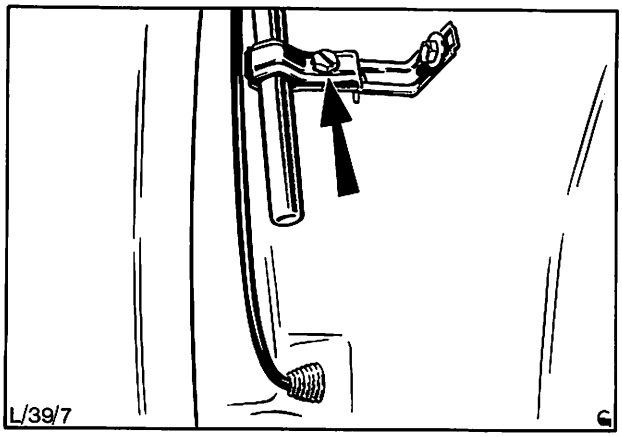

Abb. 10 Halteklammer – Antennenunterteil
4. Die Schraube von der Halteklammer unter dem Kotflügel, die den unteren Teil der Antenne an der Karosserie befestigt, entfernen, Abb. 10. Gummitülle aus dem Karosserieblech lösen, damit das Antennenkabel durchgezogen werden kann.